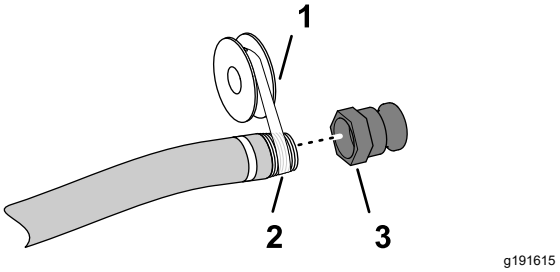

**Figur 4**
5. Fäst PTFE-gängtätningen (Figur 4) på slangnippelns gängor (1 tums nationell rörgänga).
6. Gänga snabbkopplingen på påfyllningsslangen och dra åt för hand (Figur 4).